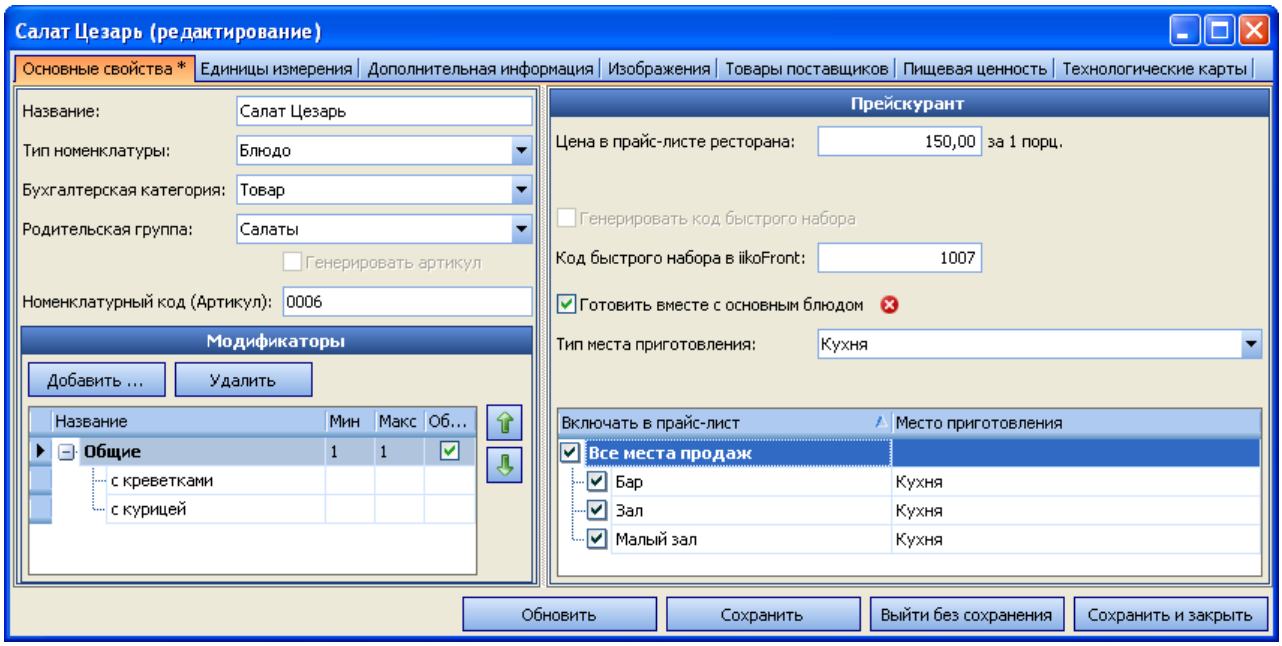

Рисунок 21 Элемент номенклатуры Блюдо
5. Если данный элемент предназначен для реализации, то определите те отделения, в прейскуранте которых он будет представлен. Для этого в списке, расположенном в правой части окна, поставьте галочки напротив названий этих отделений. А затем в поле **Тип места приготовления** задайте тип места приготовления элемента, который определяет зависимость отделения, в котором элемент будет готовиться, от места его продажи. Данная взаимосвязь определяется в настройках торгового предприятия. В итоге, в колонке **Место приготовления** отображаются те отделения, со склада которых будет производиться списание продуктов (см. Рисунок 21).